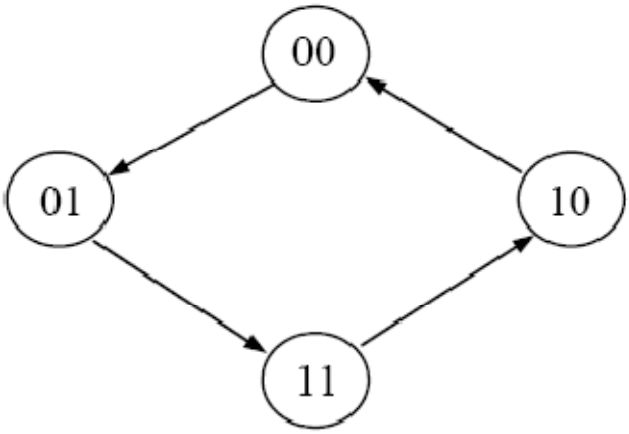

Fig. 10.2
2. a. In the pre-lab using LogicWorks and then in the lab using hardware ICs, design a 2-bit gray code counter using JK flip-flops. The required sequence is the binary equivalent of (0-1-3-2-0). A state diagram for this counter is given in Fig. 10.2.